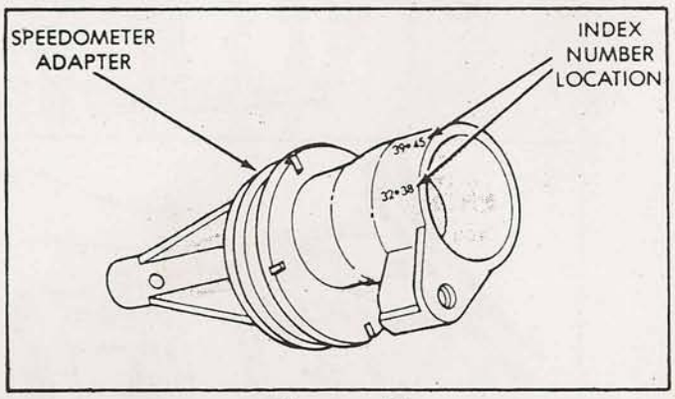

Figure 51
7. Note index numbers on adapter body, as shown in Figure 51. These numbers will corespond to the number of teeth on the speedometer pinion.
9. Rotate adapter until required range of numbers are at 6 O-Clock position. Be sure range index numbers correspond to number of teeth on speedometer pinion. (See Figure 51).